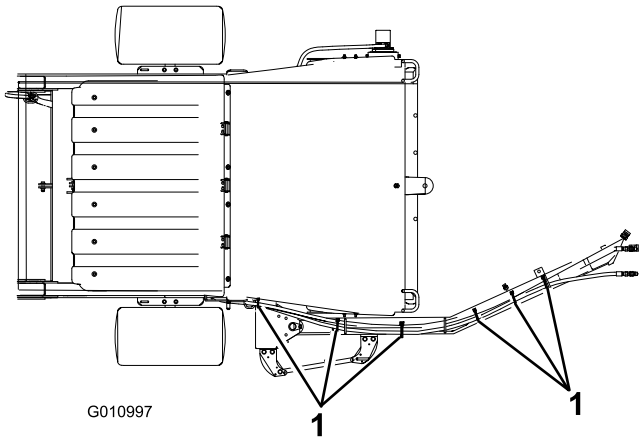
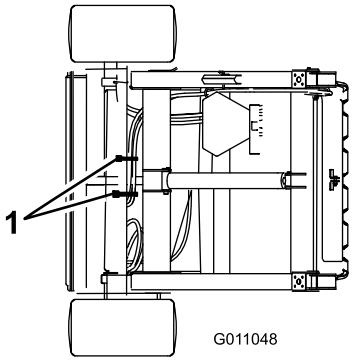

Figuur 11
Figuur 12
2. Bevestig de hydraulische slangen en de kabelboom zoals wordt getoond in Figuur 11 en Figuur 12.